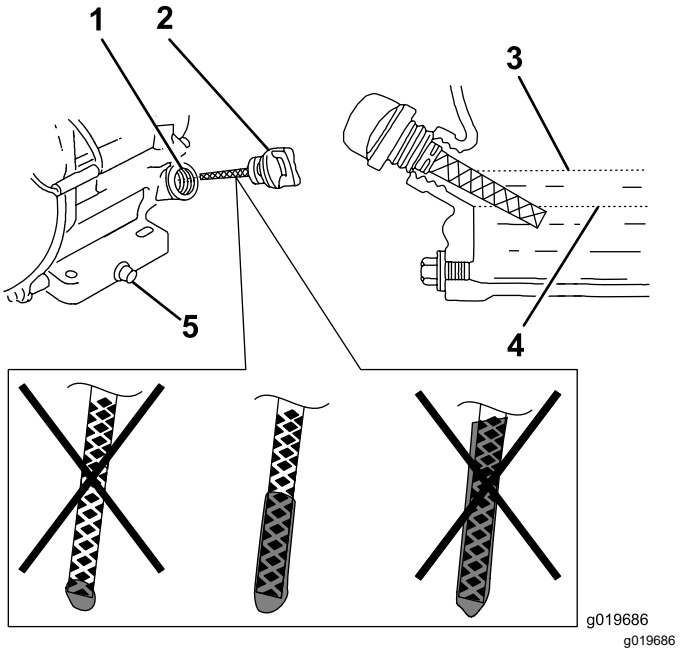

Figura 16
6. Retire a vareta e verifique o nível de óleo do motor (Figura 16).